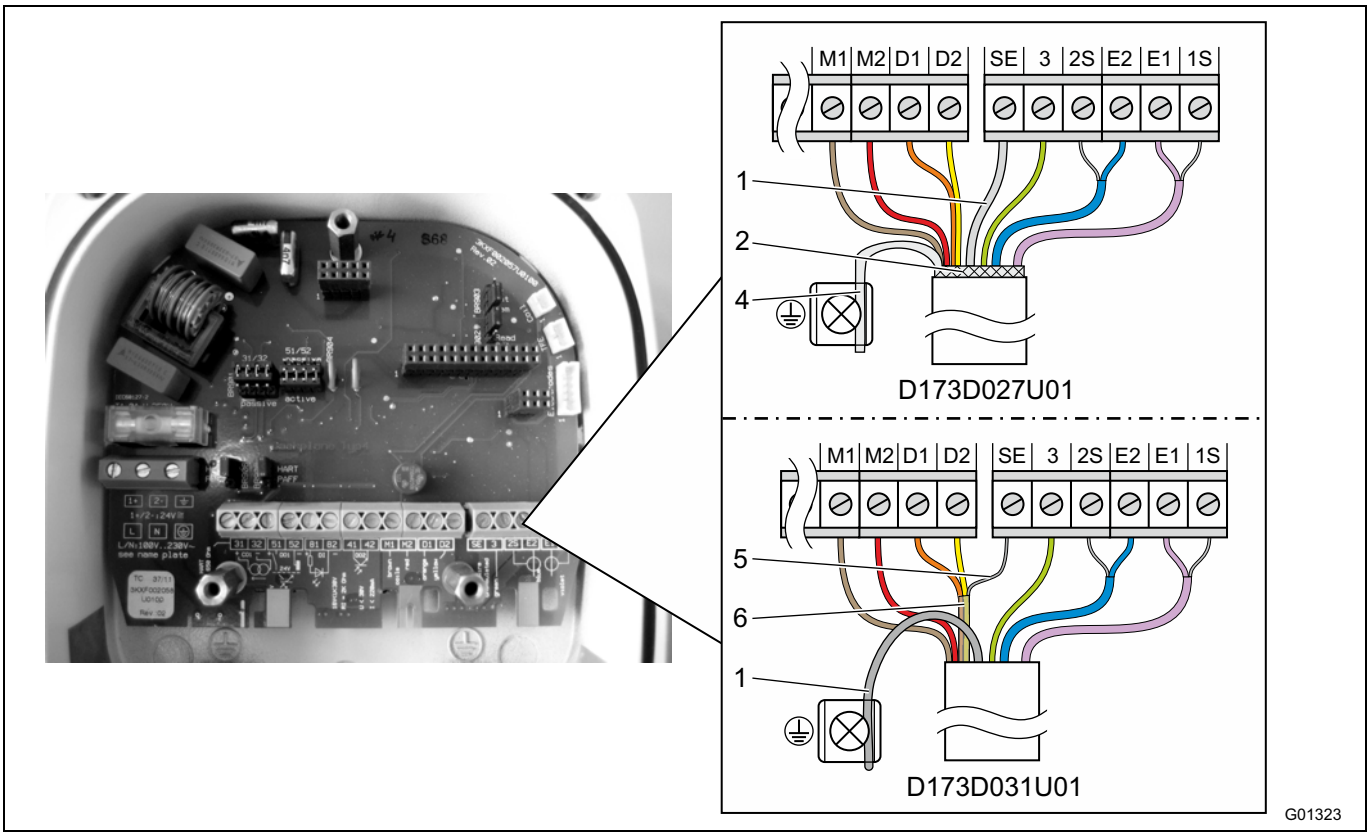

Fig. 29: Mätomvandlarsida, måttangivelser i mm (inch)
Kabeländen på mätomvandlarsidan konfektioneras så som visas i Fig. 29.
- Anslut alla andra ådrar som som visas i Fig. 29.